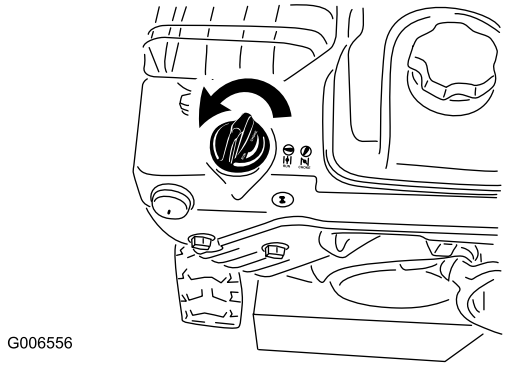

Figur 22
5. Flytta choken till chokeläget (Figur 22).